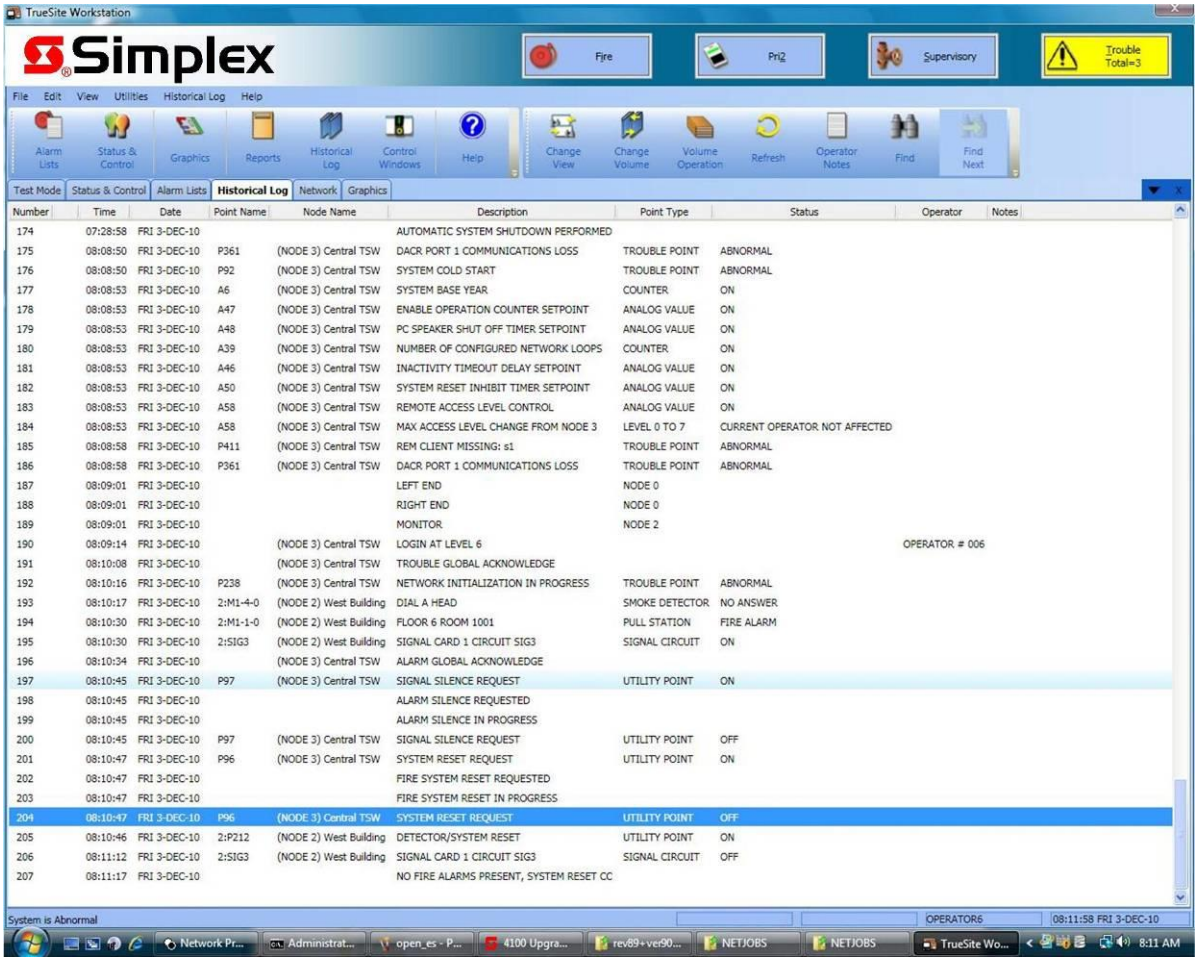
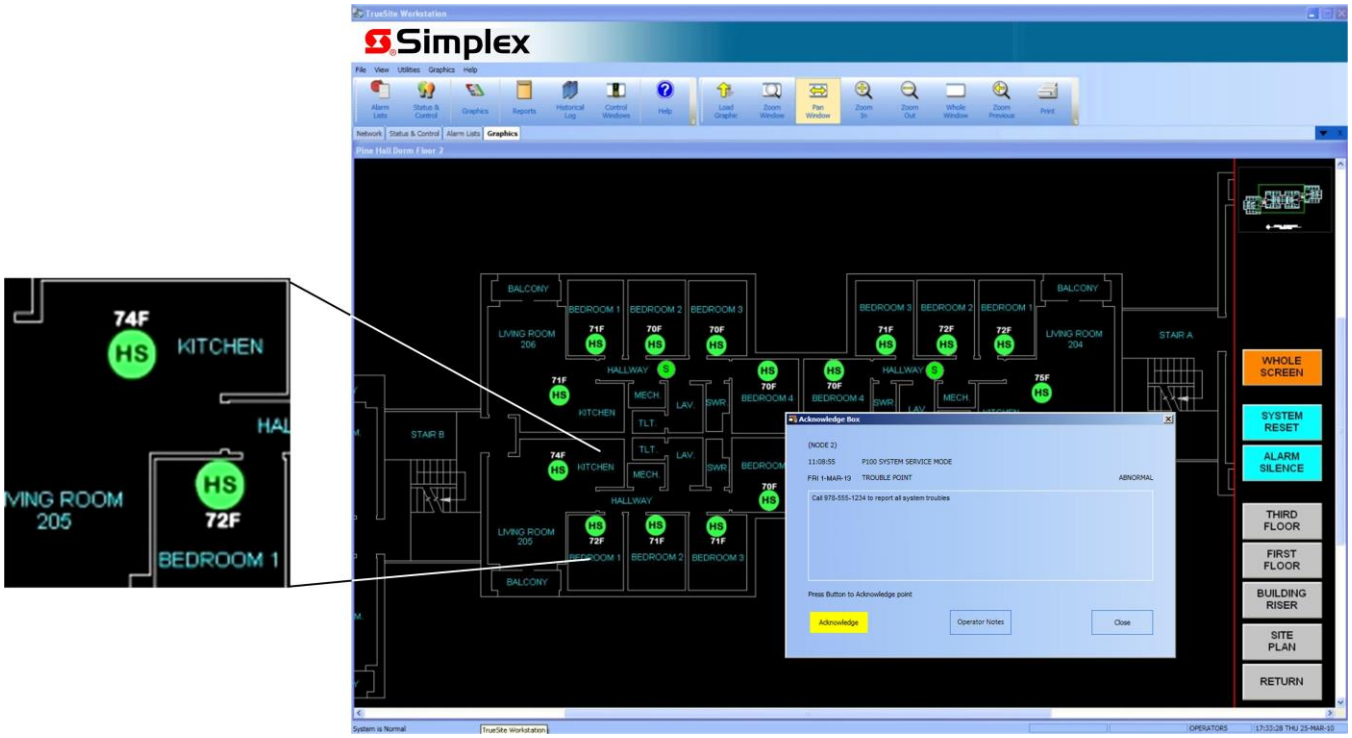

Figure 1. Exemple d'écran d'historique de Commandeur d'incident TrueSite
Figure 2. Exemple d'écran graphique de Commandeur d'incident TrueSite avec un Agrandissement des détails et la boîte d'Acceptation
**Fonctionnement.** En cas de changement de statut du réseau d'alarme d'incendie, l'écran affiche le type et l'emplacement de l'alarme (ou de toute autre activité); les boutons d'en-tête appropriés apparaissent également. Dans l'écran d'historique de la page 3, Figure 1, les boutons Priorité 2, Supervision et Anomalie sont montrés alors qu'une Anomalie active est indiquée.
**Exemples d'écran.** La figure 1 (à la page 3) est représentative d'un écran d'historique. La figure 2 (à la page 4) est représentative d'un écran graphique de système avec des icônes indiquant les dispositifs d'intérêt. Les choix d'écran peuvent être configurés pour chaque système selon les préférences, mais si un deuxième moniteur facultatif est utilisé, les deux types d'écran peuvent être visibles afin d'accommoder l'opérateur.
**Détails sur l'historique et la liste.** La figure 1 à la page 3 présente des détails relatifs à l'historique. Le format d'affichage est similaire à celui utilisé pour les éléments de liste active, comme la liste d'alarme. Les renseignements affichés peuvent être triés à l'écran en fonction de chaque catégorie montrée (nombre, heure, date, nom du point, etc.). Les renseignements de la liste peuvent être visionnés à l'écran, imprimés sur une imprimante de système locale ou distante ou enregistrés dans un fichier compatible avec les logiciels de chiffrier et de base de données.
**Bannière personnalisée et fond d'écran de l'écran principal.** La zone de bannière montrée et composée d'un logo Simplex dans la figure 1 peut être personnalisée (zone de plan bit de 2250 x 68 pixels). Le fond de l'écran principal (visible avant la connexion) peut être personnalisé avec un plan bit atteignant 1000 x 525 pixels.